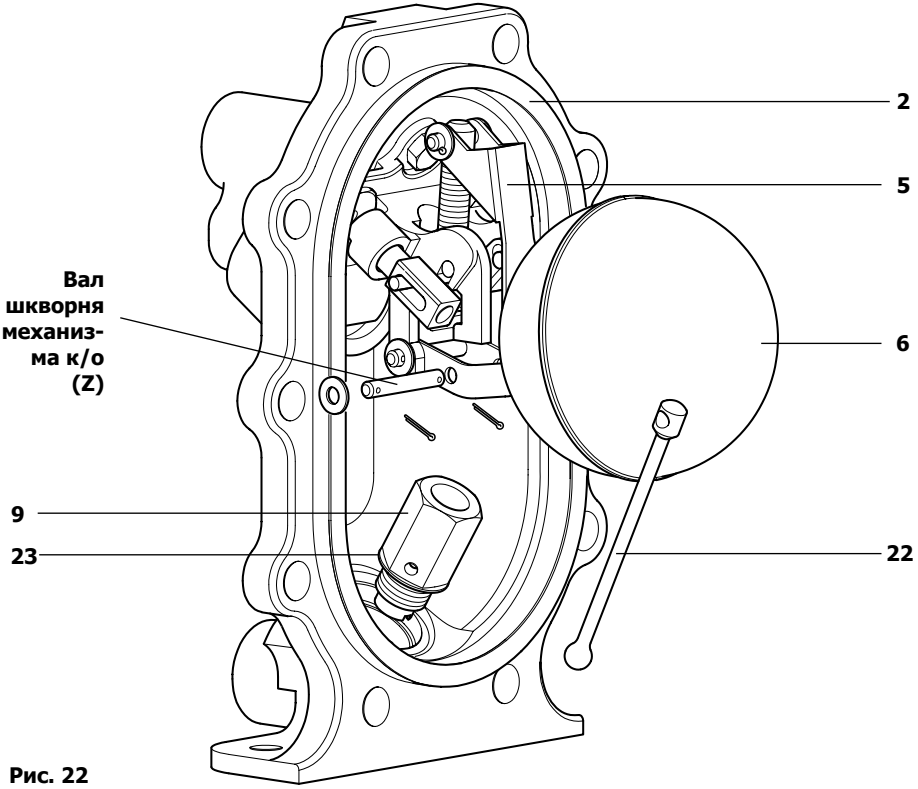

Рис. 22
4. Снимите шайбу и шплинт и вытащите вал конденсатоотводчика (Z) (см. рис. 22).
13. Установите на место вал (Z) (длина 40 мм), используя новые шплинты и шайбы.